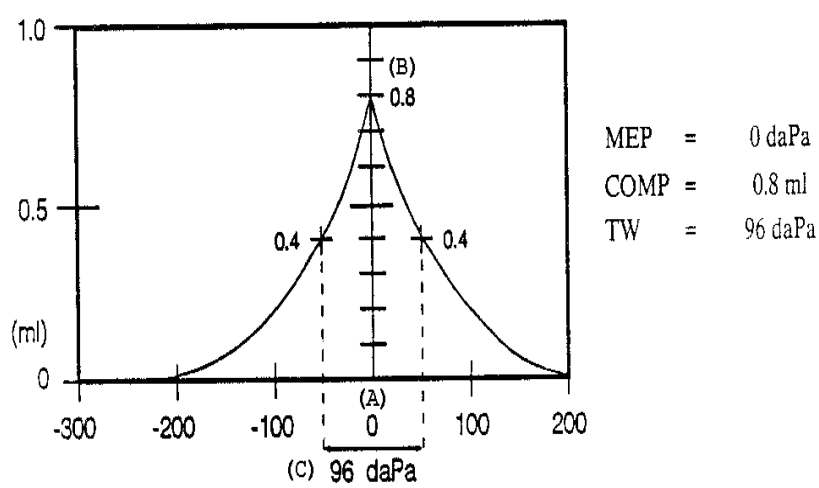

Figure 5: Tympanometric Width (TW)
The tympanogram identifies MEP (point of maximum compliance) along the horizontal axis ("A," Fig. 5). The height of the tracing along the vertical axis is the compliance ("B," Fig. 5). Immittance screening instruments also compute the tympanometric width (TW) or gradient, which describes the shape of the tympanogram. TW is the measure of the pressure interval corresponding to a 50% reduction in the compliance ("C," Fig. 5). (A simplistic way to define TW is to describe the shape of the tympanogram as short/fat vs. tall/skinny.)